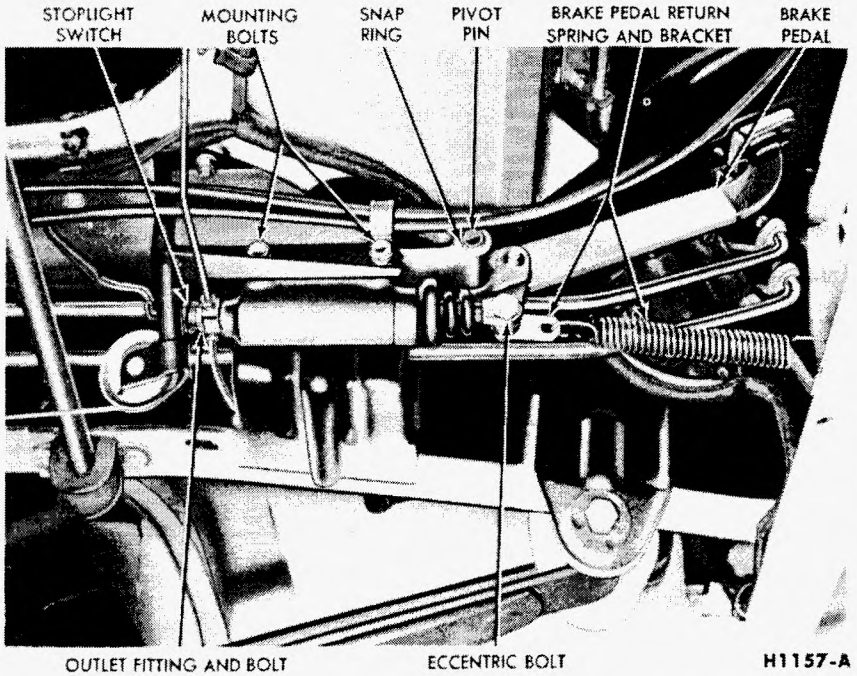
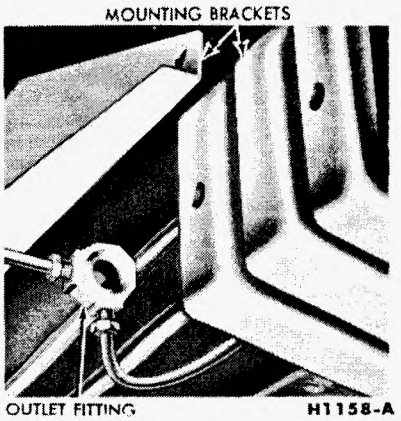

FIG. 11—Econoline Brake Master Cylinder—Installed
FIG. 12—Econoline Master Cylinder Mounting Bracket
3. Disconnect the brake pedal return spring (Fig. 11).
6. Remove the fitting bolt, which attaches the outlet fitting to the end of the cylinder, and two washers. The outlet fitting will remain suspended by the brake lines (Fig. 12).
2. Swing the cylinder up and into position between the mounting brackets (Fig. 12). Install the mounting bolts and the pivot pin snap ring (Fig. 11). Torque the mounting bolts to specifications.
5. Connect the return spring to the bracket (Fig. 11).